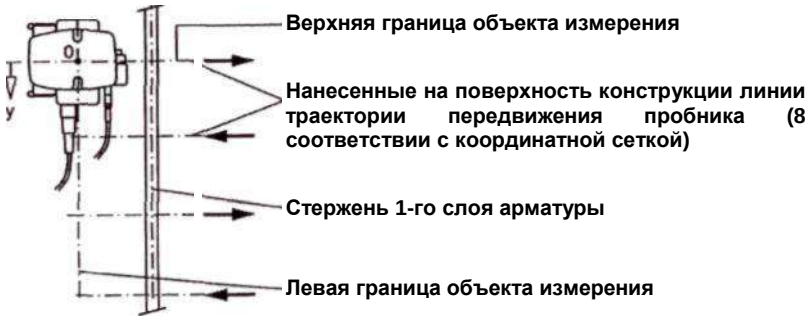

Рис. 5.14. Измерение с передвижным пробником
- Если стержни арматуры первого слоя заложены вертикально, как показано на рис. 5.14, линии траектории передвижения следует наносить на поверхность конструкции горизонтально с выбранным по сетке шагом на оси y. Перемещать пробник следует вдоль этих линий. Как видно на рис. 5.16, поз. 7, минимальное измеренное значение толщины защитного слоя представляется в соответствующем поле дисплея и автоматически сохраняется в виде изображения в черно-белой шкале.